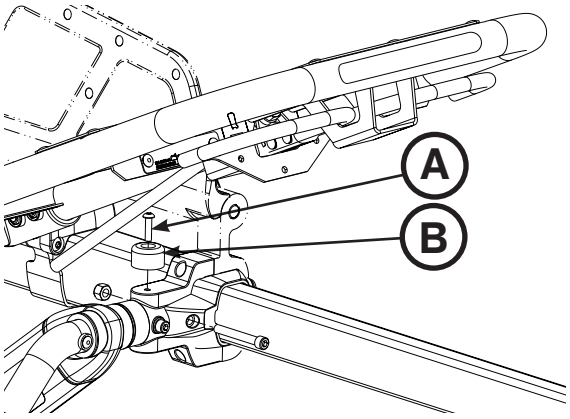

Figur 81
3. Med en T25 Torx-skruetrækker fjernes den rundhovedede skrue (A) og den sorte kofanger (B) på siden, hvor sidegærdet skal udskiftes (Figur 81). Gem skrue og kofanger til senere genmontering.